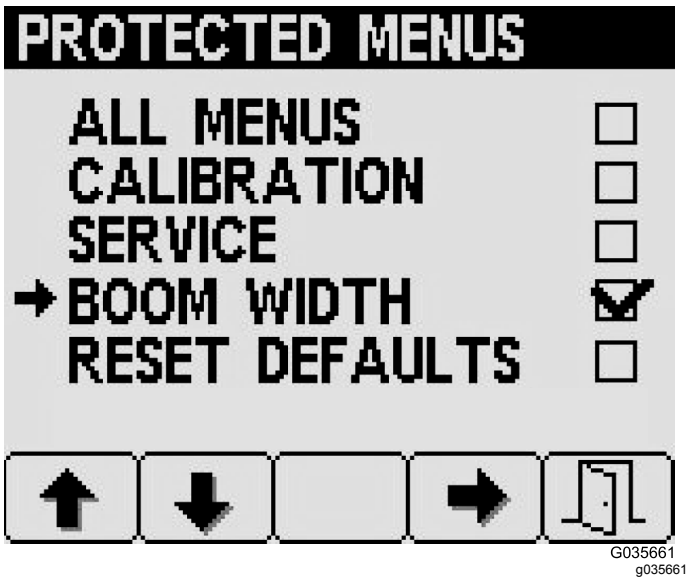

**Рисунок 30**
3. Нажмите кнопку 4, чтобы выбрать или отменить выбор каждой позиции защищенного меню, как показано на Рисунок 30.